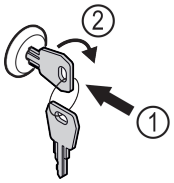

Fig. 144 Reprezentare exemplificatoare
▶ Introduceți cheia prin apăsare *Fig. 144 (1)*.
▶ Rotiți cheia cu 90° în sensul acelor de ceasornic *Fig. 144 (2)*.